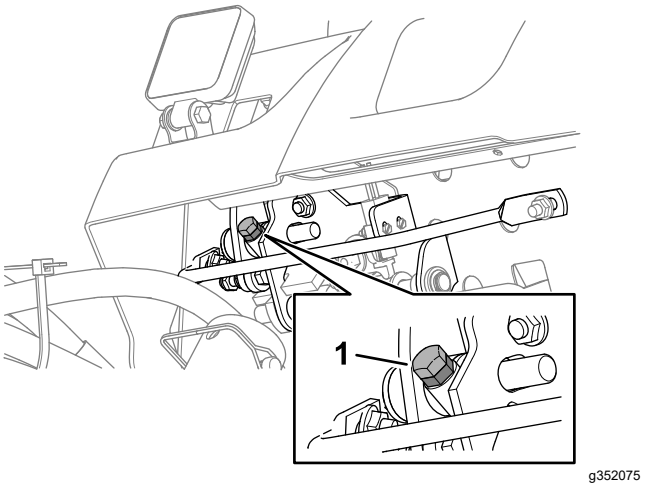

Figuur 89
- Om de maaisnelheid te verlagen, draait u de borgschroef voor de snelheid (Figuur 89) naar rechts.